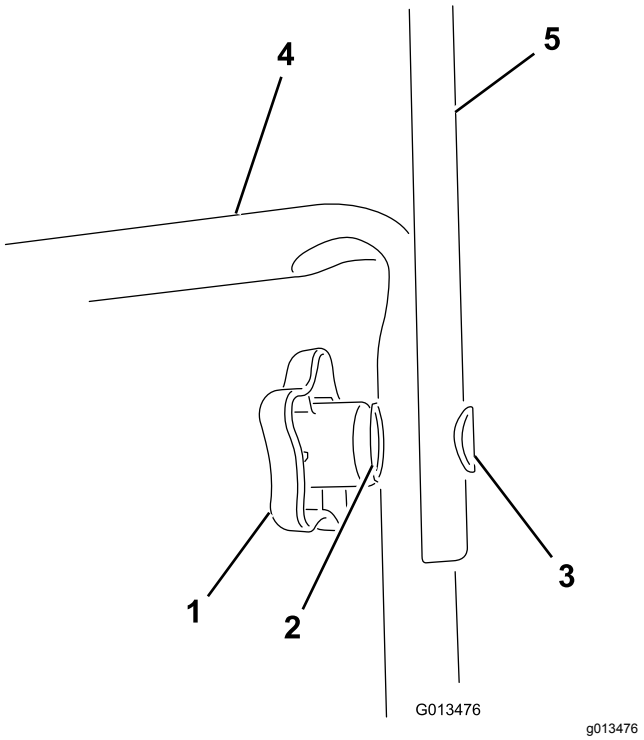

Рисунок 1
2. Установите верхнюю рукоятку на нижнюю рукоятку машины, закрепив с помощью рельефных ручек, пружинных шайб и болтов с овальными головками, как показано на Рисунок 1.